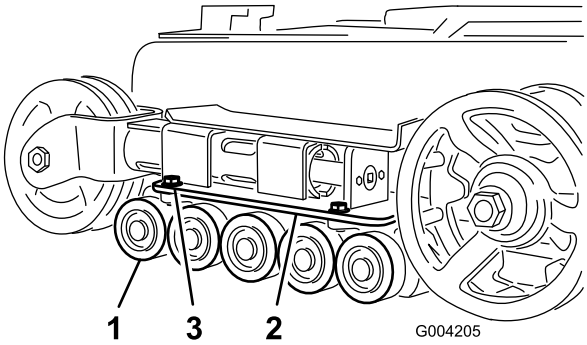

**Figuur 48**
2. Draai de 4 bouten los waarmee de onderste rupsbandgeleider met de wegwielen is bevestigd en verwijder de schroeven (Figuur 48).